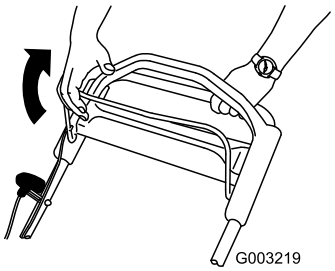

Bild 13
1. Ziehen Sie den Schaltbügel für das Schnittmesser gegen den Griff (Bild 13).